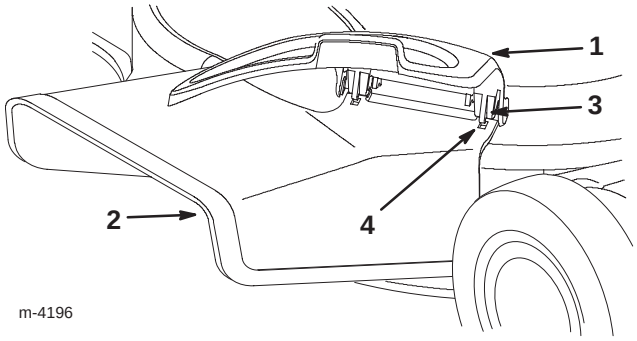

Abbildung 38
6. Den Auswurfkanal so über die Öffnung schieben, daß die Schlitze im Kanal auf die Zungen unter der Abdeckung ausgerichtet sind (Abb. 38).
3. Die Abdeckung der Seitenöffnung öffnen und die Seitenauswurfvorrichtung entfernen (Abb. 38).